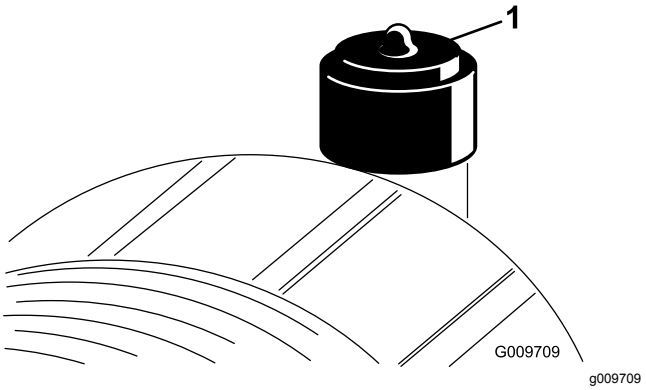

Figuur 54
Geef het luchtfilter uitsluitend een onderhoudsbeurt als de onderhoudsindicator (Figuur 54) dit aangeeft. Als u het luchtfilter vervangt voordat dit nodig is, wordt alleen maar de kans vergroot dat er vuil in de motor komt als het filter wordt verwijderd.
9. Stel de indicator (Figuur 54) opnieuw in als deze rood is.